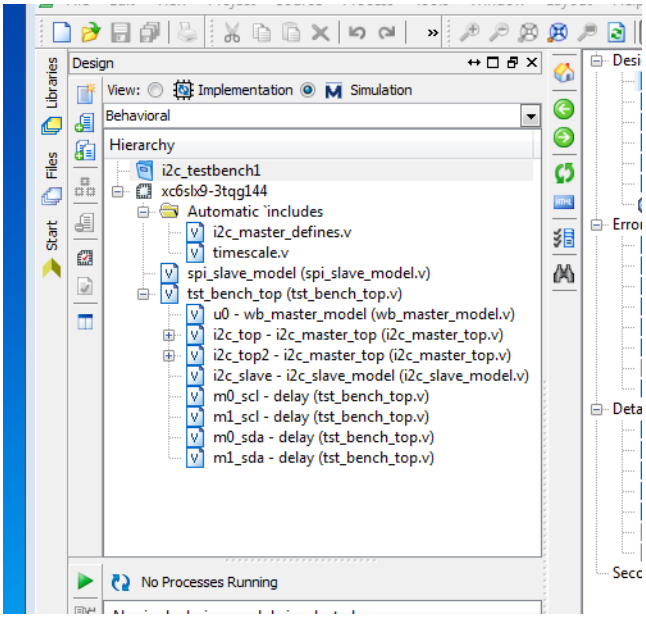

Figure 4-11 *Test bench hierarchy*
4. Switch to Simulation view and you should see the updated hierarchy with the test bench files (Figure 4-11). Notice that *tst_bench_top* is now the top level.